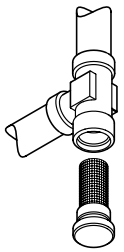

Fig. 22/a
4.8.2 Nettoyage du filtre circuit de chauffage (fig. 22/a)